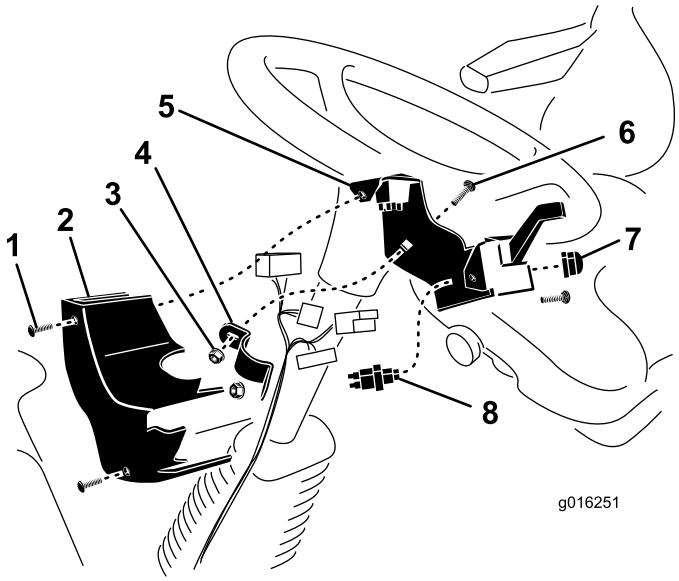

図 5
1. コラムブラケットにホーンスイッチを取り付ける；**ゴム製の** ホーンボタンと共に取り付ける（図 5）。ホーンに付いている銀色のボタンは使用しないでください。
2. ステアリングコラムに、コラムブラケット・アセンブリを取り付ける；コラムブラケット用マウント、キャリッジねじ（3/8インチ x 1インチ；2本）とフランジナット（3/8インチ）を使用する。図 5 に示すように、コラムブラケットをステアリングコラムのできるだけ高い位置にセットする。 コラムブラケットがハンドルに干渉しないように注意すること。
3. スイッチにワイヤハーネスを取り付けた後に、コラムカバーをコラムブラケットに取り付ける；スピードナット（2個）とねじを使用する（図 5）。